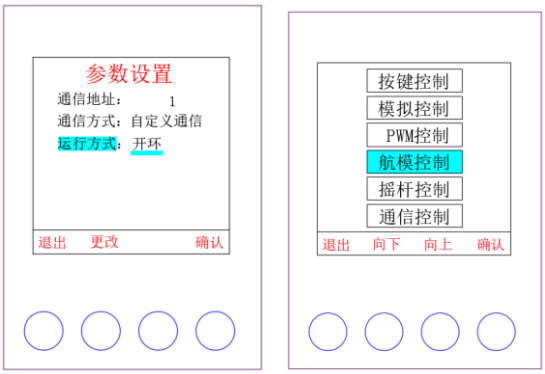

图 6.25 外部航模 PWM 开环控制的运行模式和控制方式选择界面
- 运行模式可通过按键操作进入参数设置界面进行切换。如图 6.25。
- 控制方式可通过按键操作进入模式选择界面进行切换。如图 6.25。